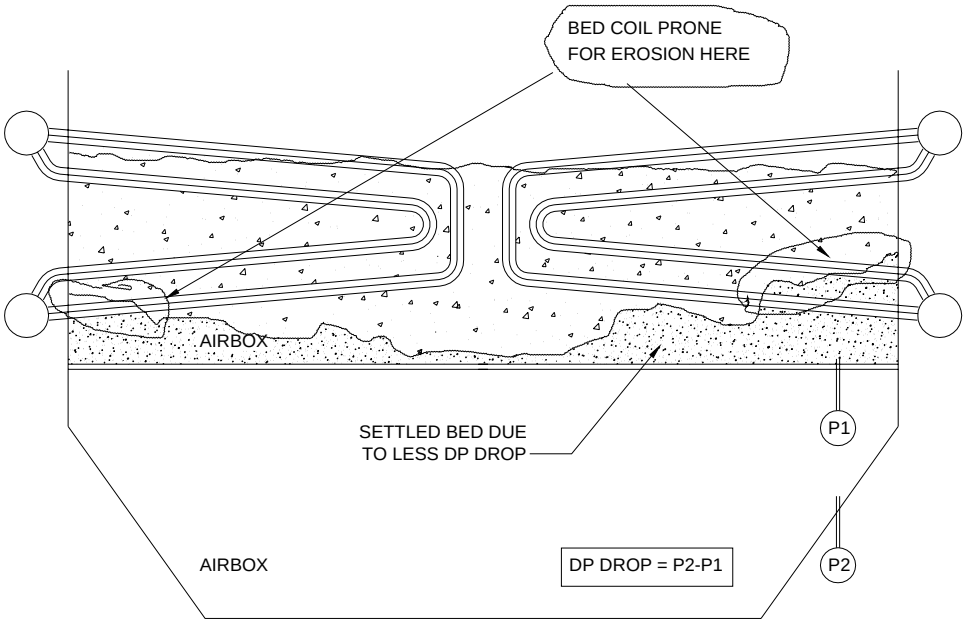

FIG 1: WHEN DP DROP IS LESS BED COARSE PARTICES SETTLE AT BOTTOM OF BED
5. The internal of deaerator was inspected. The feed water box support was in adequate. The two tubular supports, additional venting done at manhole seemed to have helped to tide over the Oxygen related corrosion. Looking at the design it is found there is no water removal arrangement from the perforated air vent chamber. At least a 'U' loop can be provided to drain off the water from air vent chamber. A better design of this air vent chamber is to extend up to top of dished end so that the feed water box bottom plate gets an inner support. Also it is possible to accommodate a vent condensing arrangement as illustrated in figure 1.
Figure 1: The deaerator air vent chamber needs a drain pipe system to remove the water that will form inside the chamber as the vent steam passes. A 'U' loop seal shall be provided with a 25 nb pipe as shown above. A vent condenser is recommended as shown from steam saving point of view.
The quality of fluidisation should be good ensuring there are no defluidised zones. This can not be ensured by visual means. The distributor plate pressure drop becomes a vital factor to ensure this. When the DP drop is less than 75 mmwc, the coarse particles begin to settle down at the bed bottom. In an ideal case, DP drop should be 1/3 rd of bed height. Defluidization or settlement of coarse particles will not be visible from top of the bed, as the fine bed material would continue to fluidise. Settling of coarse particles can also damage bed coils. This leads to localised erosion of bed tubes. This can happen even in overfed FBC boilers. Providing studs does not help. Bed coil erosion continues. See figure 1.